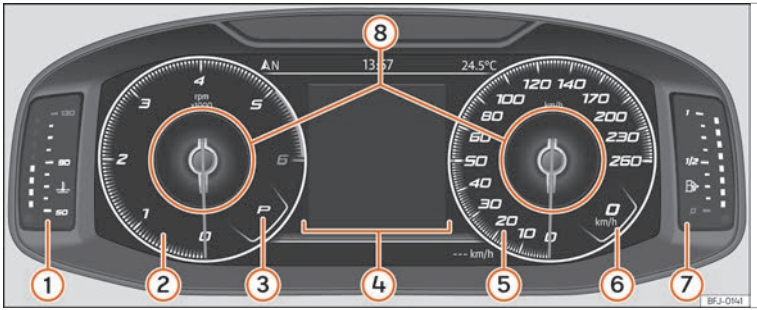

Fig. 107 SEAT Digital Cockpit nella plancia (visualizzazione classica).
Nella *Visualizzazione classica* e in *Semicircular watches* si ha la possibilità di personalizzare le informazioni che appaiono in **Profili di informazione** ››› fig. 107 ⑧. »
Le lancette del numero di giri e del tachimetro compaiono a lunghezza intera ››› fig. 107.